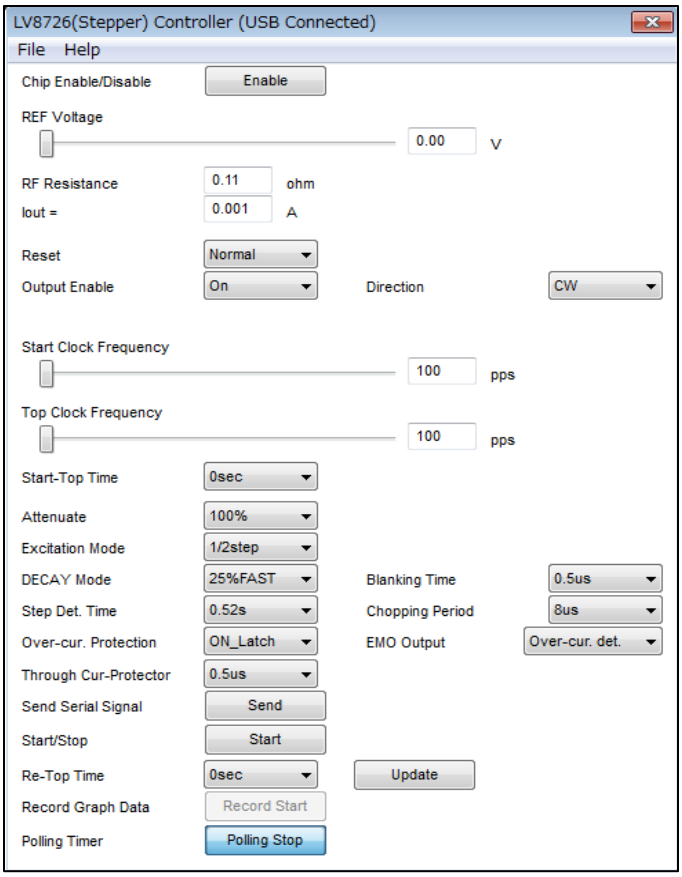

Figure 14: Controller window
(13) The following windows appear.
- Controller (Figure 14)